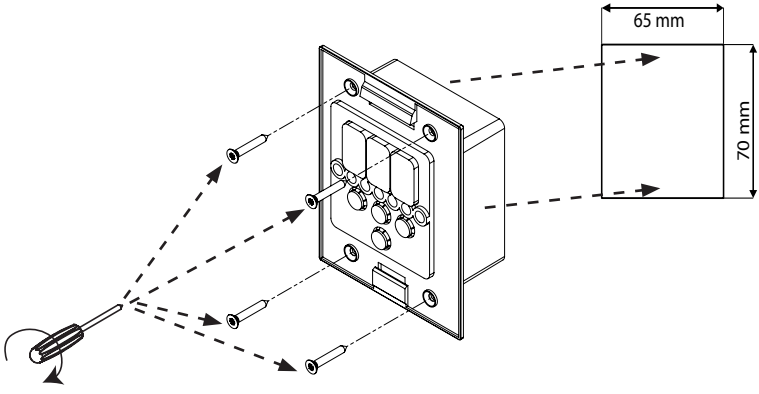
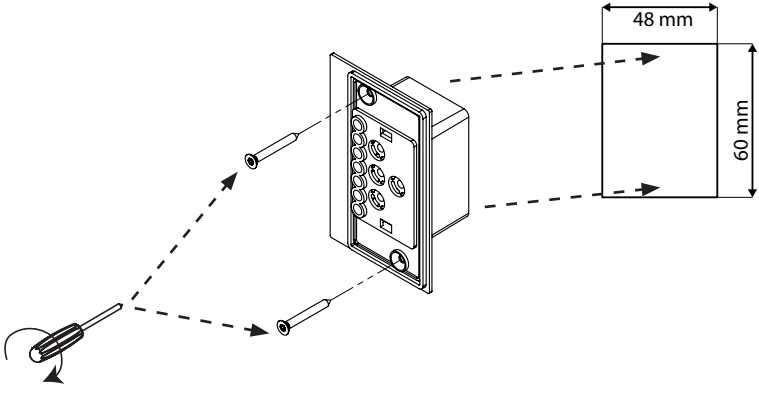

Bild 5 Montering av manöverenhet Pro D
Bild 6 Montering extrautgång manöverenhet (tillval)
1. Använd t.ex. en sticksåg för att såga upp ett hål på 70 x 65 eller 60 x 48 mm (se **Bild 5 och Bild 6**).